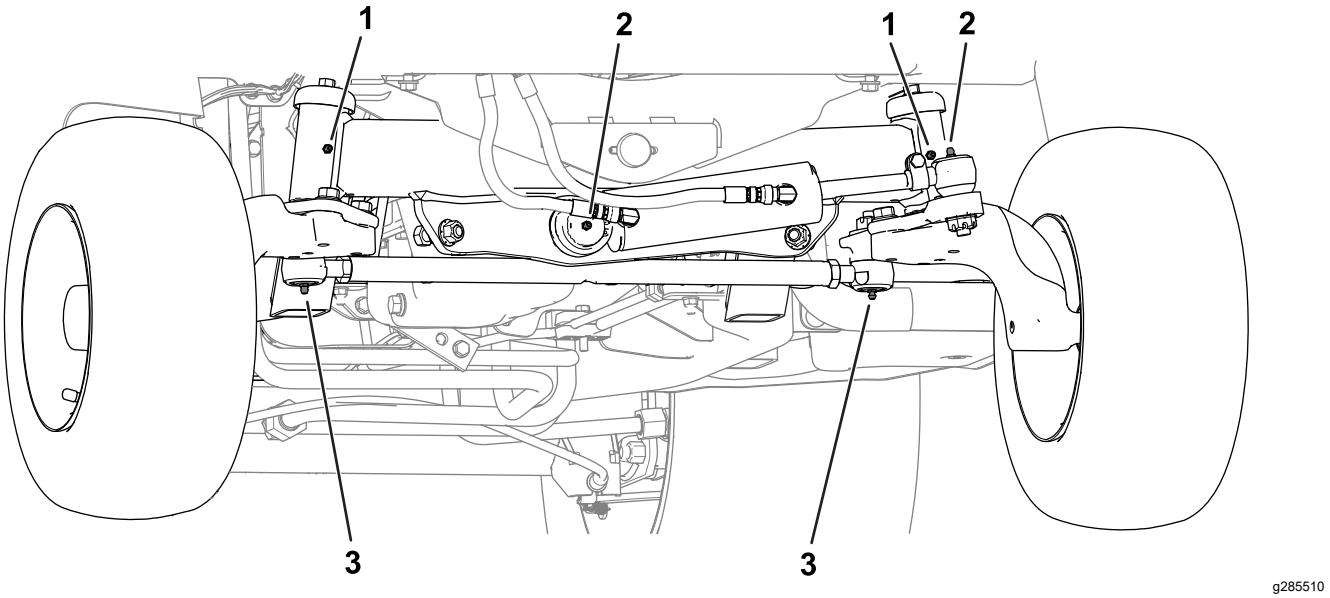

Figuur 48
- **Achterkant van de machine** (Figuur 48):
- Kogelverbinding van hydraulische cilinder (2)
- Asnaven (2)
- Uiteinden van spoorstang (2)